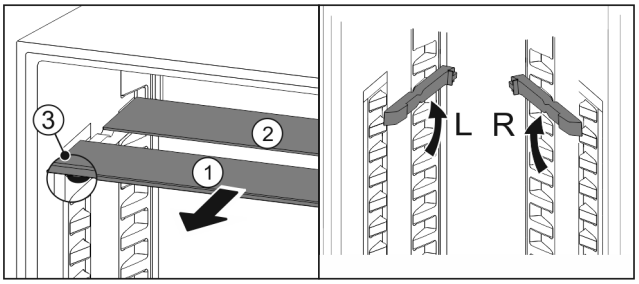

Fig. 173
▶ estrarre i ripiani di vetro singolarmente tirando in avanti *Fig. 173 (1)*.
▷ Il piano in vetro *Fig. 173 (1)* con il motivo ornamentale è nella parte anteriore.
▷ I fermi *Fig. 173 (3)* sono rivolti verso il basso.